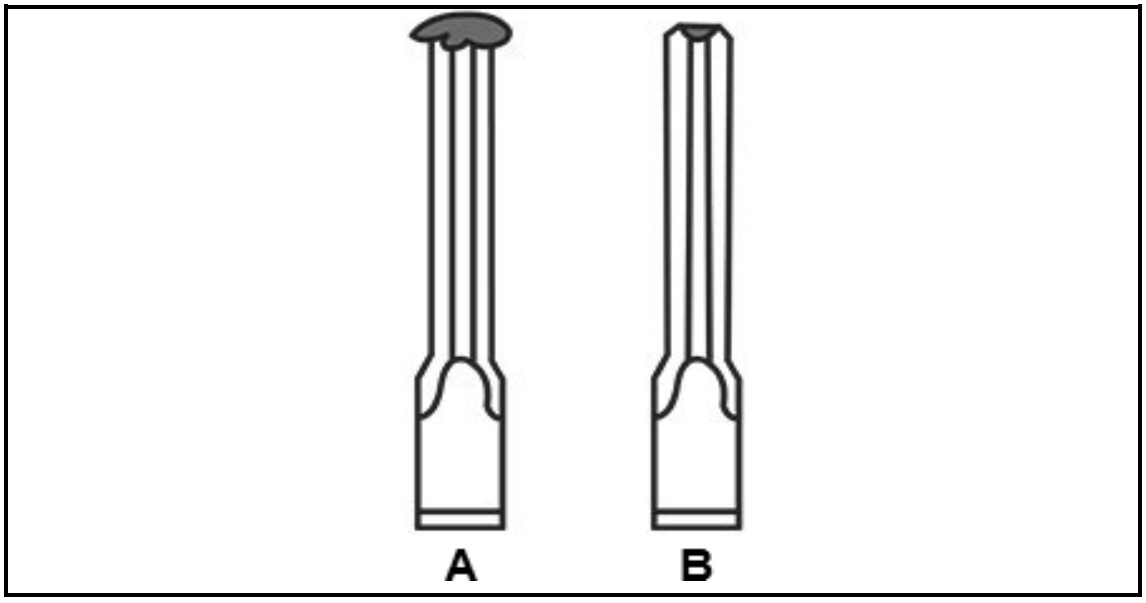

FIGURE 3 (2 × 1) (2)
2.5 FIGURE 3 shows two types of chisels (A and B), one is correct and the other one is incorrect.